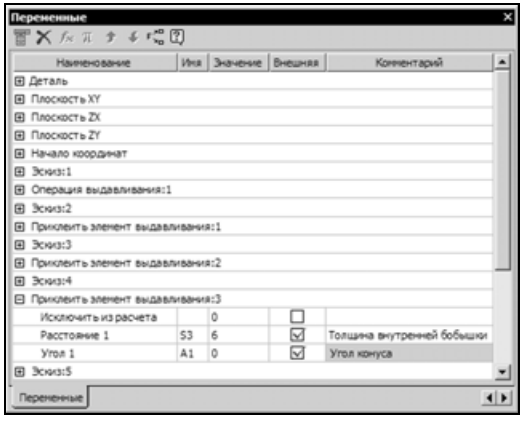

Рис. 5.158
- Задайте параметры элемента **Приклеить элемент выдавливания:3**, как показано на рис. 5.158. Закройте все открытые уровни щелчками на кнопке "минус", слева от их названия.